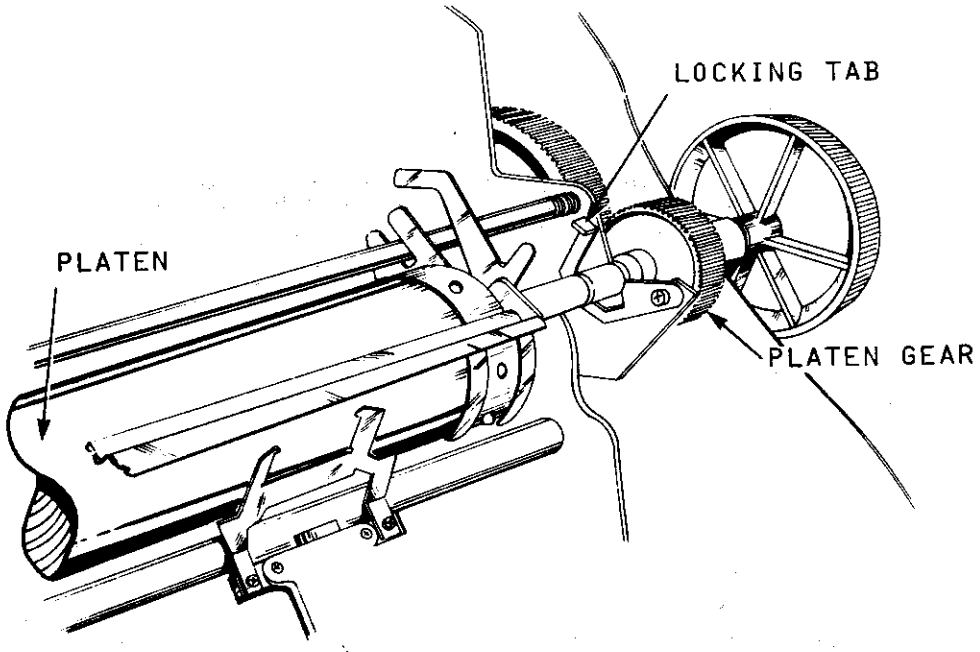

Figure 3-5 Pin-Feed Platen Removal
c. Press the locking tabs and lift the platen from the printer (Figure 3-5).